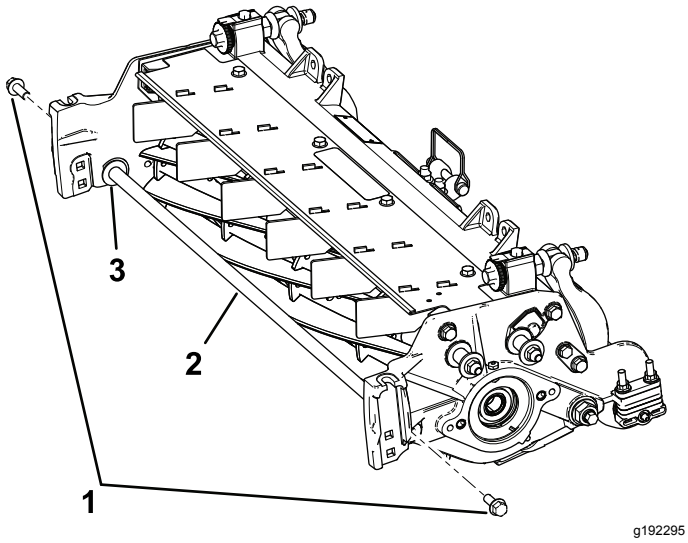

Bild 5
9. Entfernen Sie die beiden Bundkopfschrauben und Scheiben, mit denen die Stützstange befestigt ist und entfernen Sie die Stützstange (Bild 5).